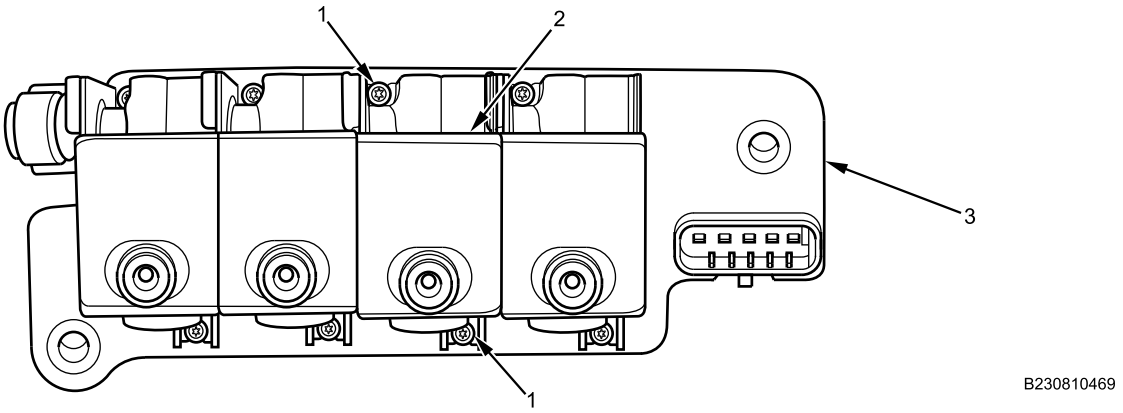

Figure 6. 4-Pack Air Solenoid Module and Support Assembly.
2. Install screws (Figure 6, Item 1) securing solenoid (Figure 6, Item 2) to solenoid support (Figure 6, Item 3).